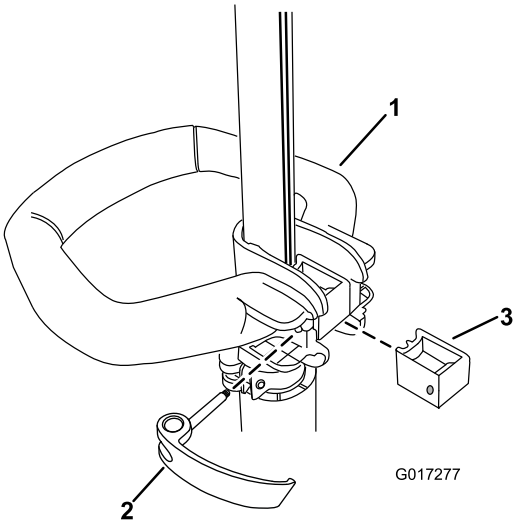

**Figura 1**
1. Coloque la empuñadura auxiliar sobre el mástil de la desbrozadora con la superficie lisa hacia el operador (Figura 1).
2. Introduzca la pieza de refuerzo en la empuñadura auxiliar de manera que el refuerzo encaje en la ranura del mástil (Figura 1).
3. Pase el pestillo desde la izquierda a través de la empuñadura y la pieza de refuerzo, según se indica, y apriete el tornillo del pestillo con un destornillador de punta Phillips (Figura 1).